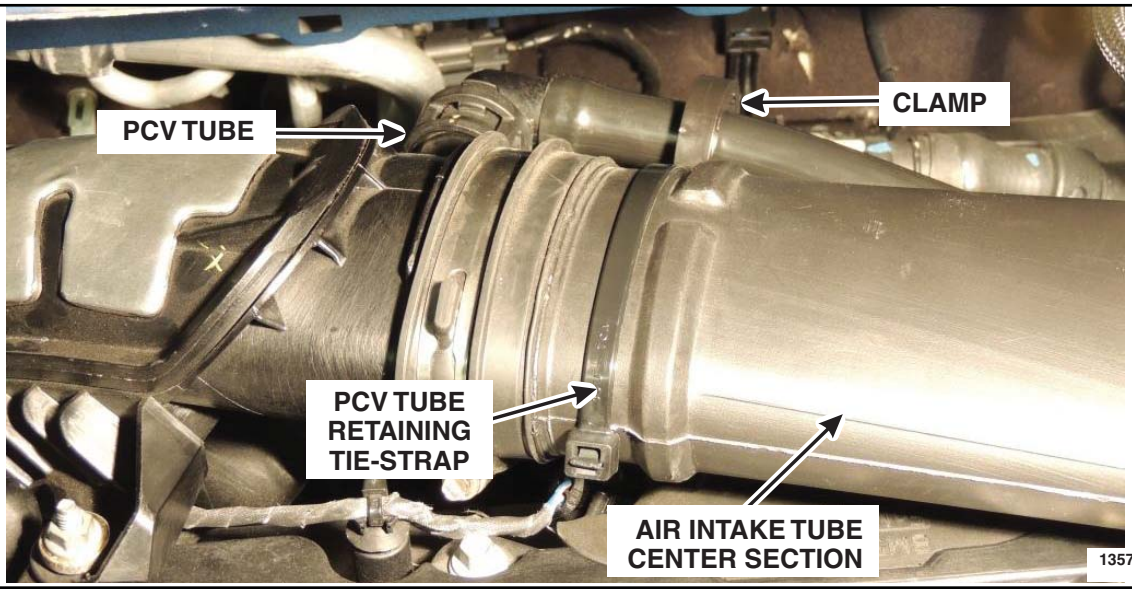

FIGURE N1
8. Install the PCV tube retainer / tie strap provided in the vehicle parts kit. See Figure N1.